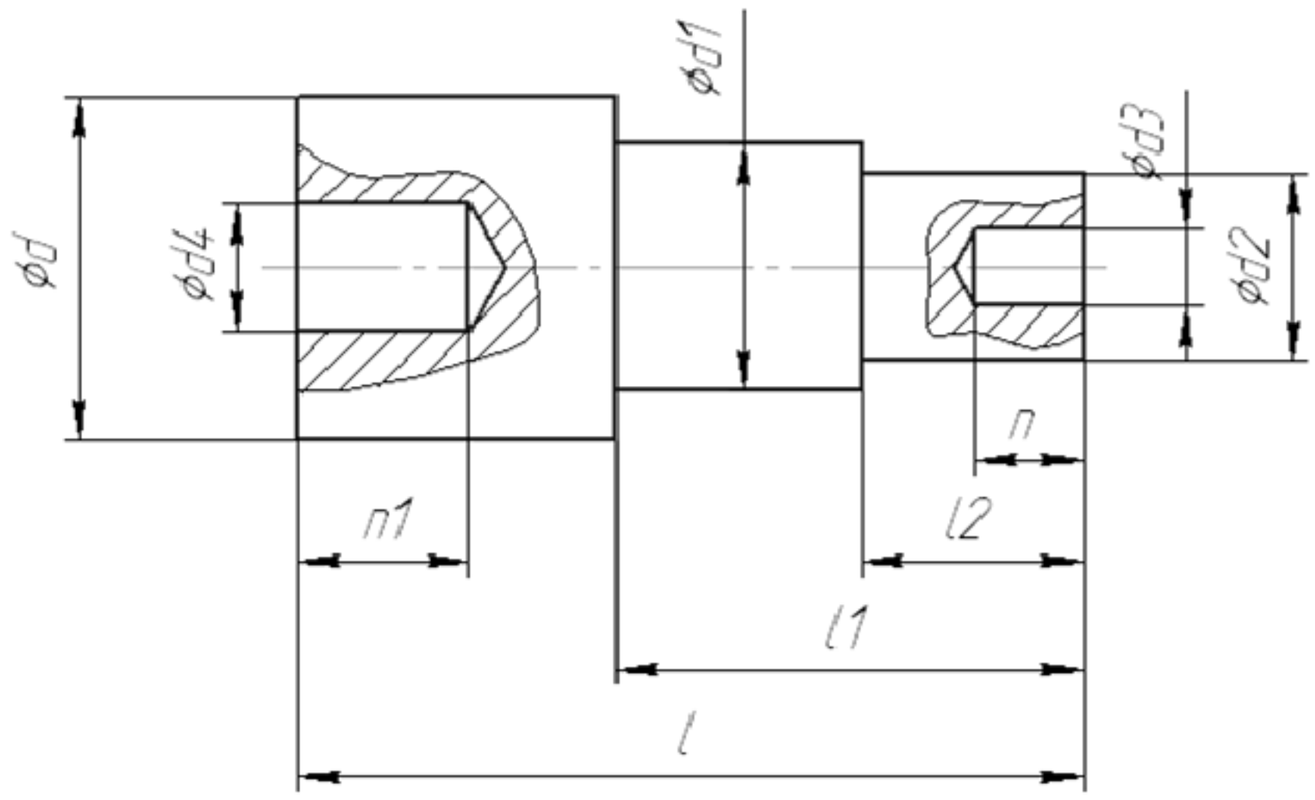

Рисунок 42
- Все размеры на эскизах и рабочих чертежах проставляются исходя из технологии изготовления и обработки деталей и их контроля. Поэтому перед простановкой размеров должны быть выбраны технологические базы, от которых будет производиться обмер детали при её обработке на станке контроля размеров. В машиностроение существуют конструкторские и технологические базы. Технологической базой называется элемент детали, от которого удобнее всего производить её обработку на станках и измерения в процессе обработки. За такую базу могут быть приняты точка, линия, поверхность. База может быть одна и несколько (основные и вспомогательные базы). Рассмотрим пример простановки размеров на валике от технологической базы – правого торца детали. Рисунок 42.